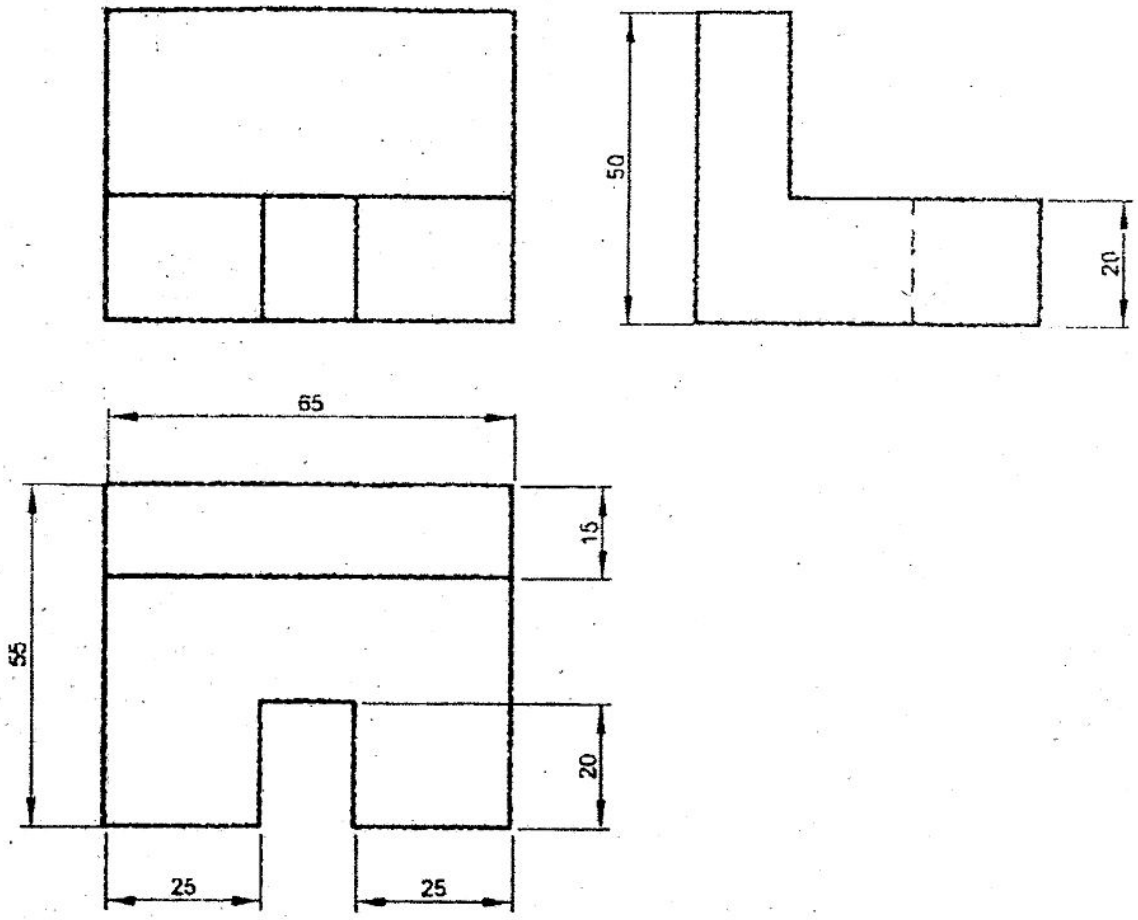

Figure 3 (شكل 3)
9. Draw the isometric view of the object given in figure 3.